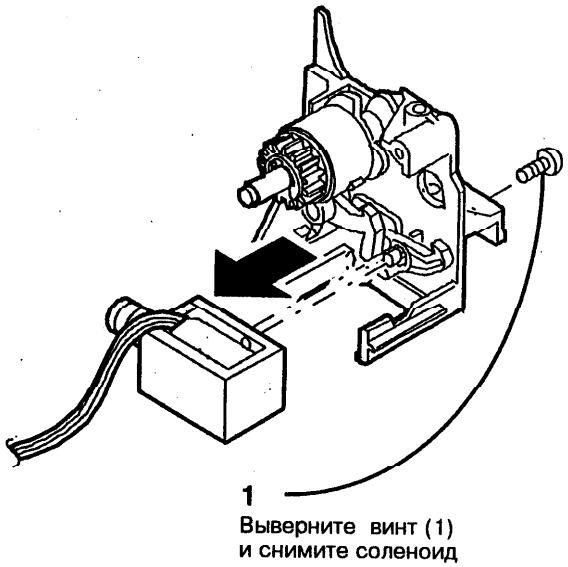

Рис. 2. Снятие соленоида альтернативного лотка.
4. (Рис.2): Снимите соленоид альтернативного лотка SOL3.